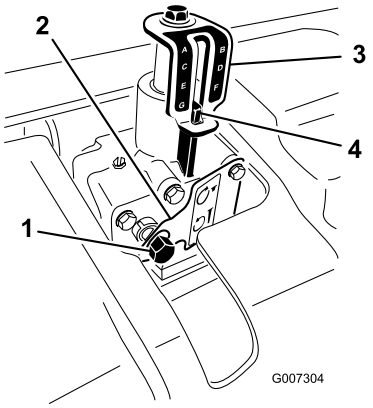

Figur 21
3. Sätt i en 9/16 tum hylsnyckel med spärrhake i djupjusterarens ingångsaxel (Figur 21).
5. Vrid djupjusteraren medurs så att luftningsdjupet minskas eller moturs så att det ökar. (Figur 21).
6. Vrid djupjusterarens ingångsaxel tills önskat djup uppnås enligt dekalen för djupindikatorn (Figur 21).